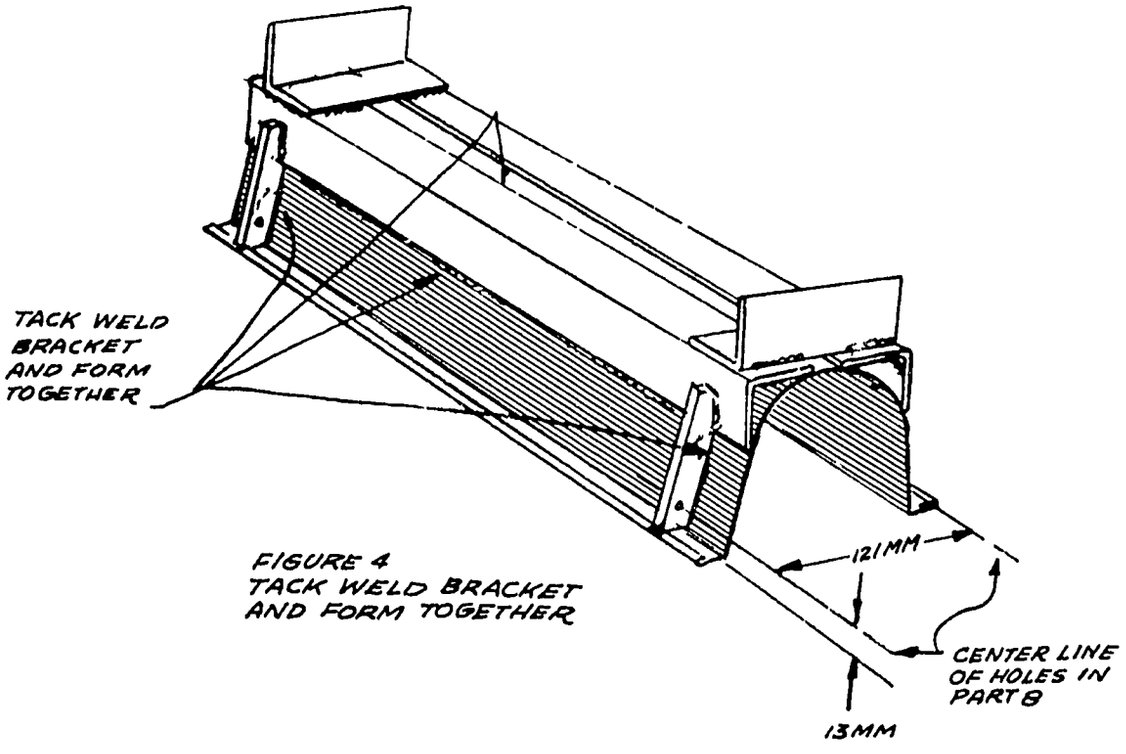

FIGURE 4
3. Angle iron, 38mm x 38mm x 5mm (1 1/2" x 1 1/2" x 3/16"), 95mm (3 3/4") long. Two are needed. Parts No. 2 and 3 are welded together to form the cradle. Parts No. 8 are welded in place on parts No. 2 and corrections are made for shape before No. 1 is tack welded into the cradle which has thus been formed. The design above gives some idea of final relationship to be kept between the sheet metal lining of the form and the metal pipe. Notice that the tile wall will be uniformly 13mm (1/2") thick. See Figures 4 and 8.